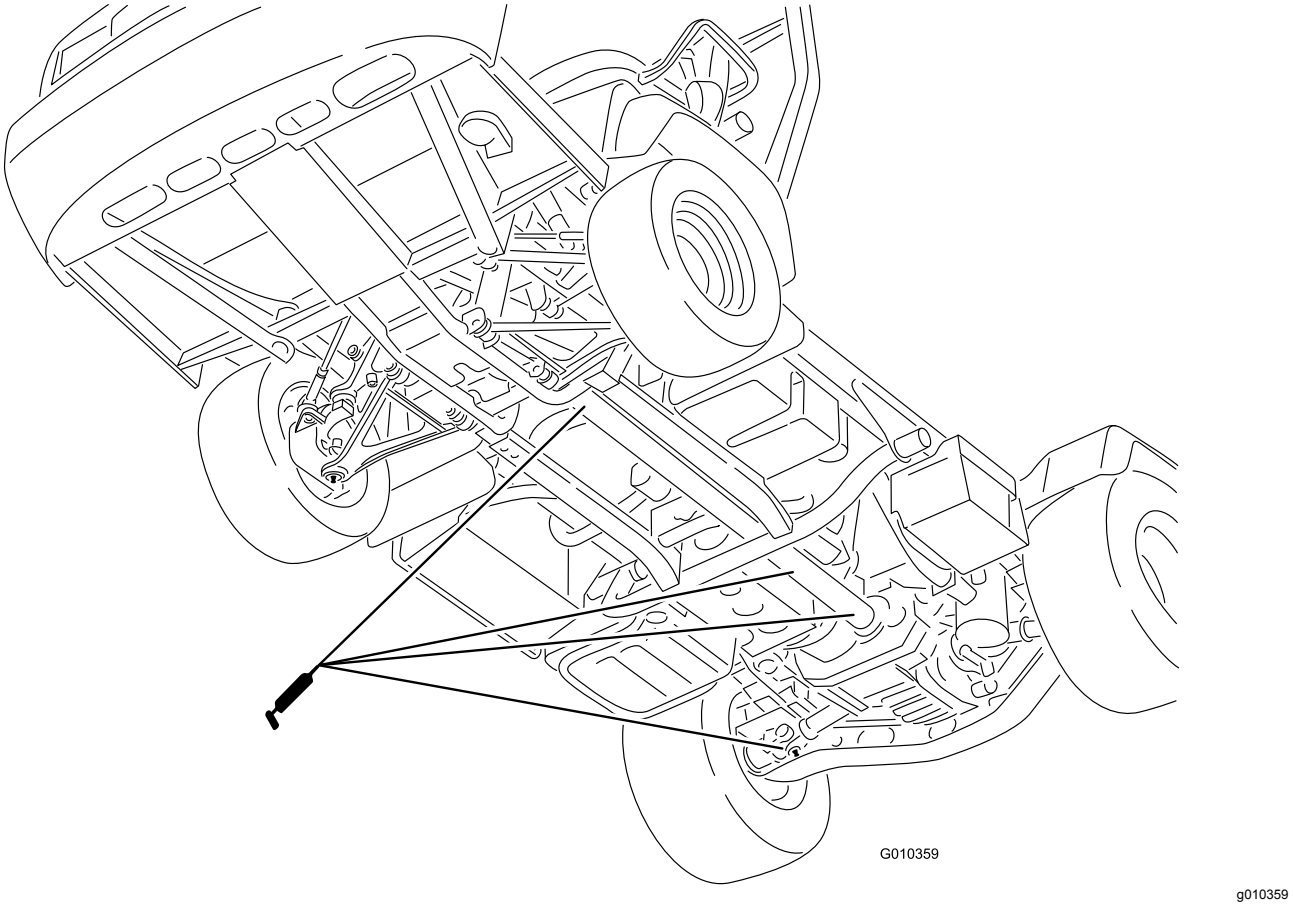

Figuur 32
- **Kogelverbinding (18)**; zie Figuur 32
- **As van vierwielaandrijving (3)**; zie Figuur 32